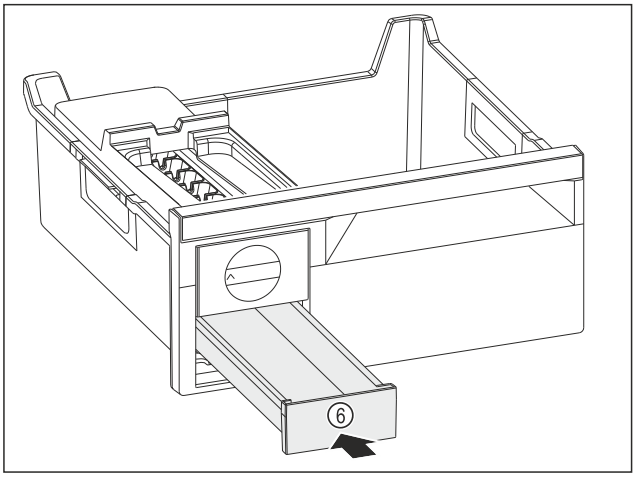

Fig. 110
▶ Вдвиньте выдвижной ящик для кубиков льда *Fig. 110 (6)*.